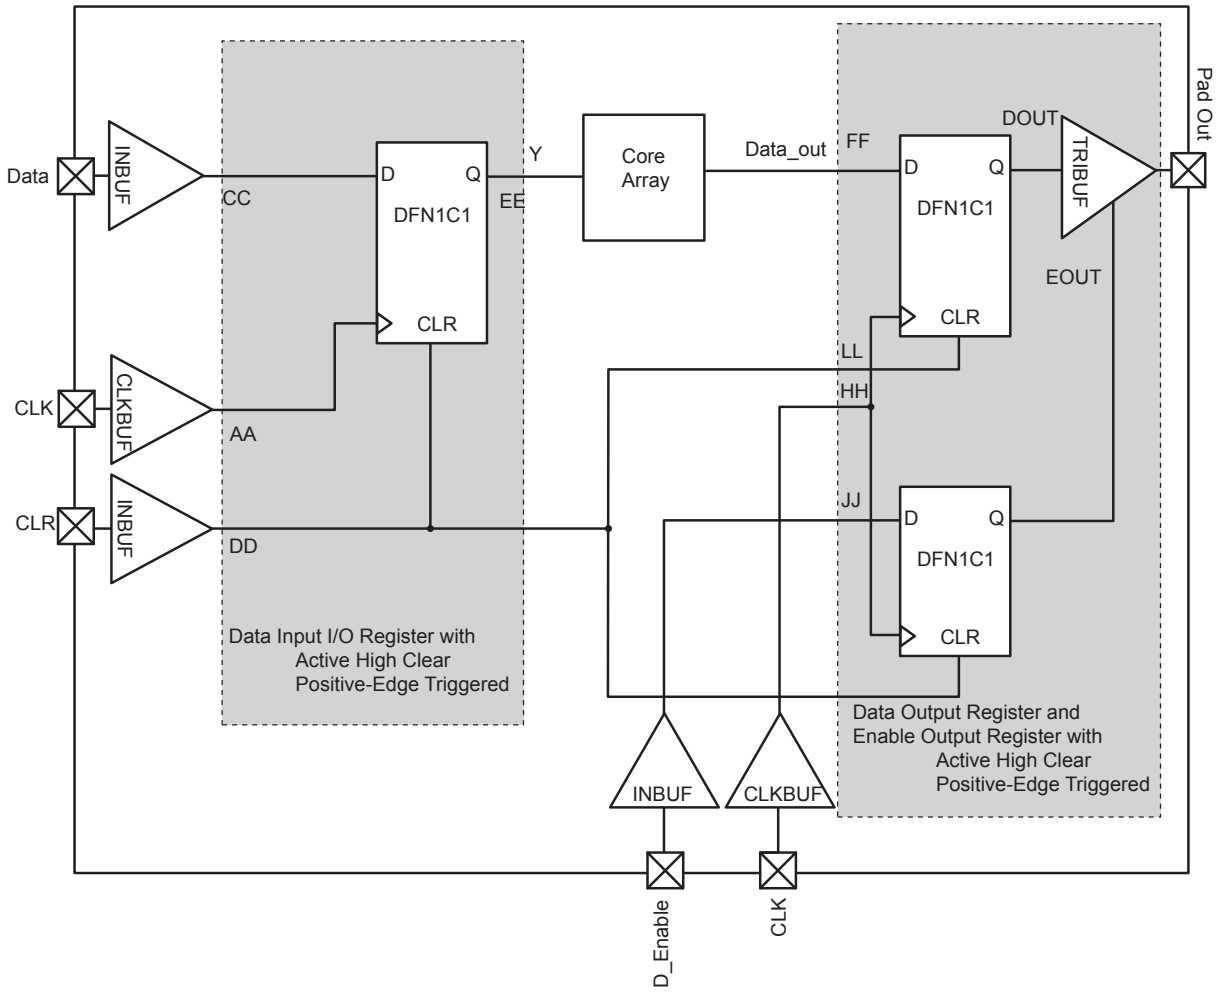

Figure 2-13 • **Timing Model of the Registered I/O Buffers with Asynchronous Clear**
*Note: *See Figure 2-13 on page 2-43 for more information.*